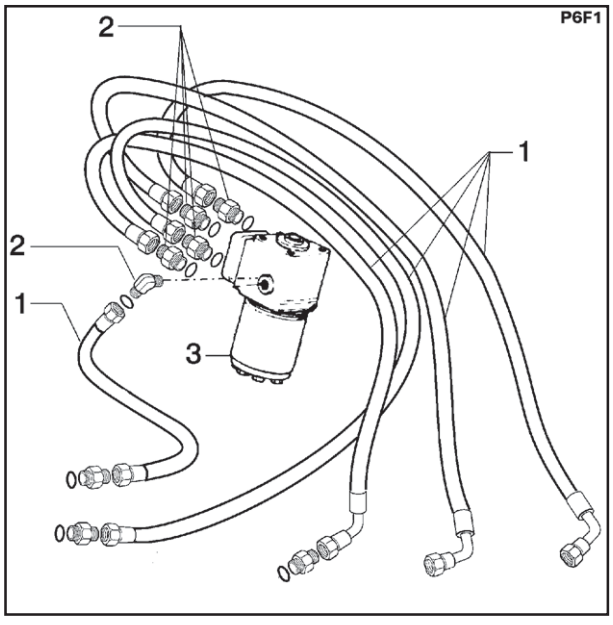

Fig.1
5. Desconecte as mangueiras(1-fig.1) e conexões (2-fig1) da válvula de controle da direção (3- fig.1).
2. Conecte as mangueiras (1-fig.1) e conexões (2-fig.1)na válvula de controle da direção (3-fig.1).